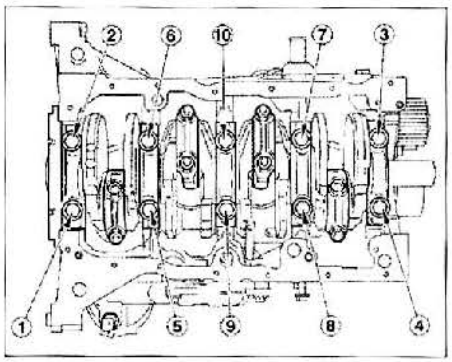

FIG. 35
- las tapas de apoyos de cigüeñal tornillo a tornillo en el orden indicado **(Fig.35)**.